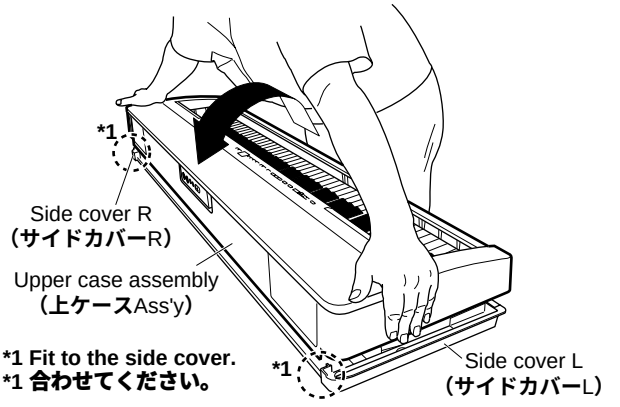

Fig.2 (**図 2**)
1-3 Place the unit with its upper side facing upward, hold the right and left sides of the upper case assembly with your hands, lift the rear side, and remove the upper case assembly in the direction of the arrow. (Fig.2)
* **When reinstalling the upper case assembly, fit it to the side covers L and R. (Fig.2)**
1-3 本体を表にして、上ケース Ass'y の左右側に手を添え、後側を持ち上げて、矢印の方向へ取り外します。（図 2）
※ 上ケース Ass'y を閉める際、サイドカバー L、R に合わせて閉めるようにしてください。（図 2）